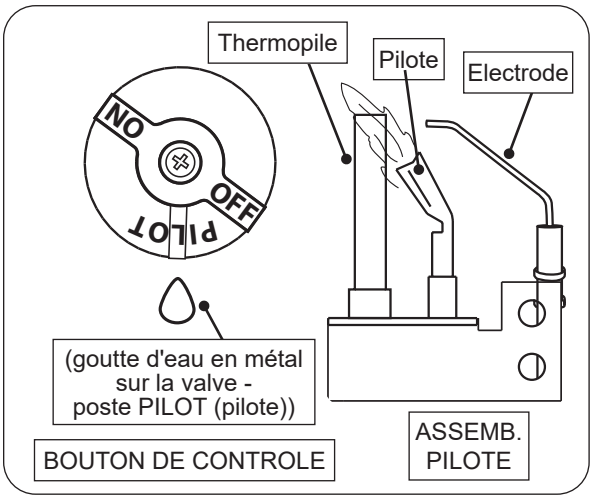

Fig. 55-1 Éclairage pilote
3. Localisez l'assemblage de la veilleuse sur le côté ou à l'arrière du bac du brûleur (voir Fig. 55-1).
4. Tournez le bouton de commande dans le sens antihoraire ↶ sur **PILOT (pilote)**. Appuyez **fermement et complètement** sur le bouton de commande et maintenez-le enfoncé. Appuyez plusieurs fois sur le bouton de l'allumeur piézo jusqu'à ce que la veilleuse s'allume. Continuez à maintenir le bouton enfoncé pendant environ une (1) minute après l'allumage de la veilleuse. Relâchez le bouton et il ressortira. La veilleuse restera allumée. Voir la Fig. 55-1. S'il s'éteint, répétez les étapes 2 à 4.